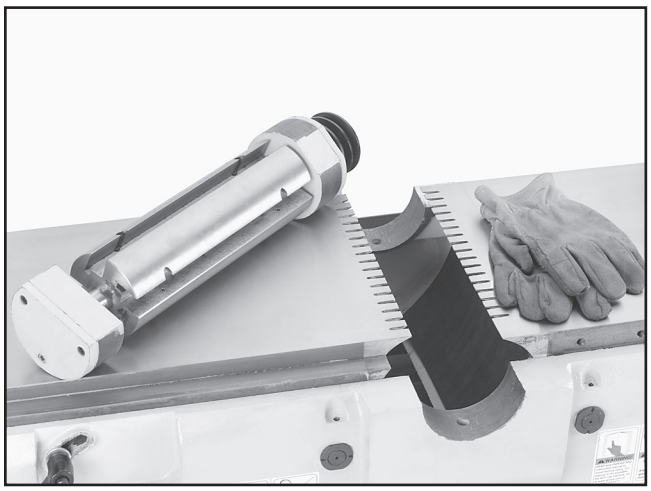

Figure 11. Example of cutterhead removed.
19. Carefully slide the cutterhead assembly out the back of the jointer (see **Figure 11**).